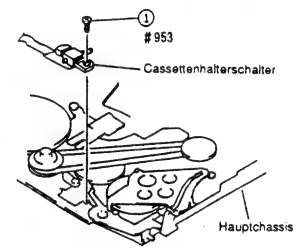

Abb. 2-73
• Hauptchassishalterung (1), (2), (3)	3-4-1
• Vorratsteller-Führungsrolle (2), Vorratsteller-Bandführung, Lademotor	3-6-4
• Ladezahnrad (2), (3), Bandlaufwerk-Statusschalter	3-6-5
1) Eine (1) Befestigungsschraube des Cassettenhalterschalters entfernen (siehe Abb. 2-73).